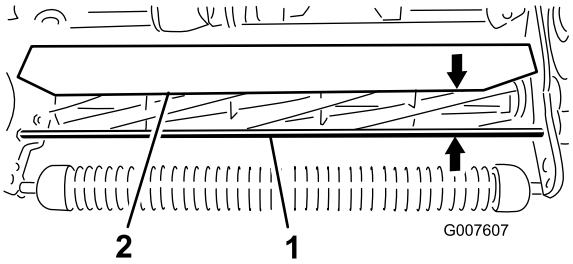

Rysunek 52
1. Zmierz odległość od góry przedniego drążka wsporczego do przedniej krawędzi osłony na obu końcach zespołu tnącego (Rysunek 52).